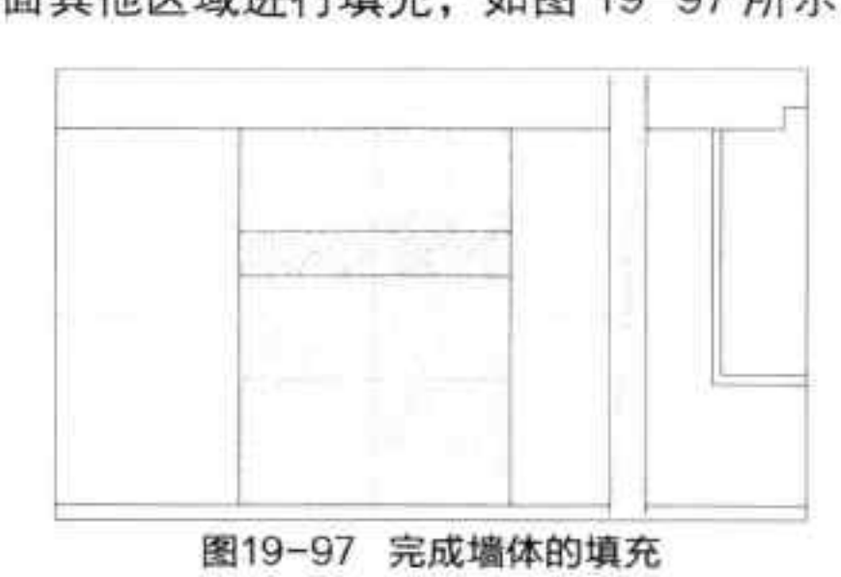

图19-97 完成墙体的填充
Step 14 执行“填充”命令，选择合适的图形，对墙面其他区域进行填充，如图 19-97 所示。